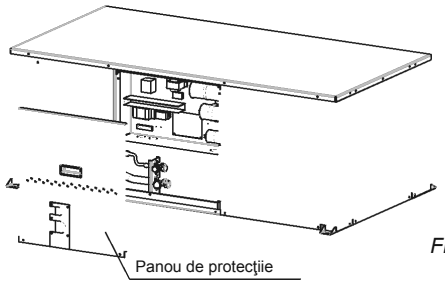

Fig.14-2
14.3 Figură cablu (Consultaţi *Fig.14-2～Fig.14-5)*